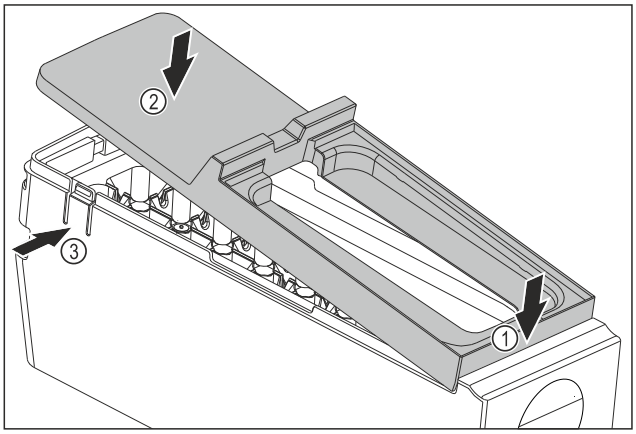

Fig. 108
▶ Installing the EasyTwist-Ice body cover: Place the cover on the front. *Fig. 108 (1)*
▶ Lower the cover at the rear. *Fig. 108 (2)*
▷ The cover locks into both tabs *Fig. 108 (3)* audibly.